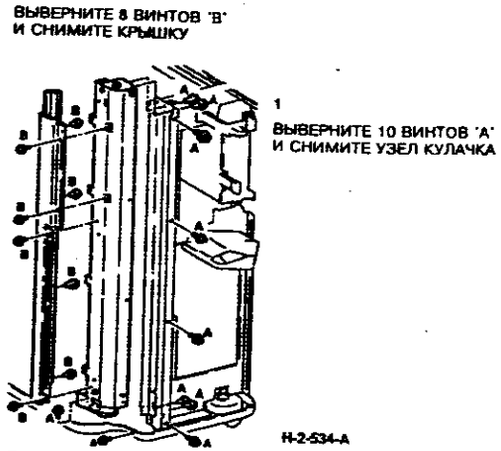

**Рисунок 2. Снятие узла переднего кулачка**
4. (Рисунок 2) Снимите узел переднего кулачка.